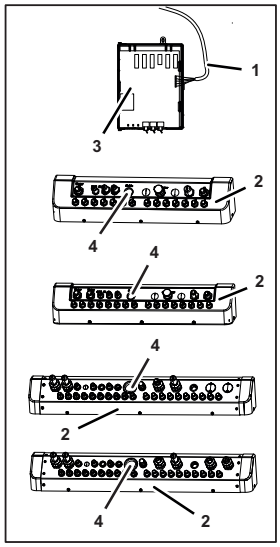

Fig. 21
2. Disconnect the electrical cable (Fig. 21/1) of control system 1 (Fig. 21/3).
3. Pull the electrical cable (Fig. 21/1) through the relevant cable port (Fig. 21/4) on the relevant connecting plate (Fig. 21/2) and out of the unit.